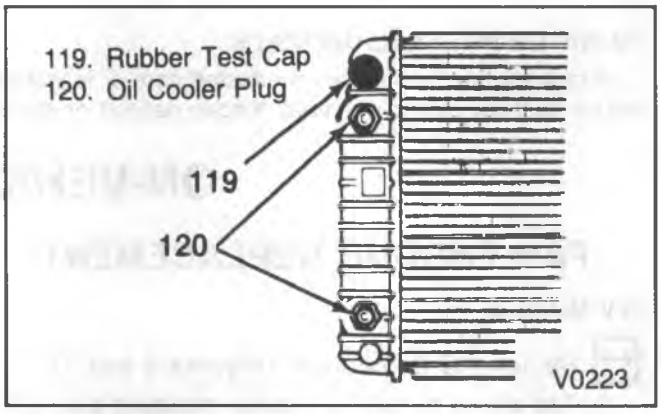

Figure 5—Aluminum Radiator and Oil Cooler Plugs
1. Install test fittings or rubber test caps in the inlet and outlet necks and seal the oil cooler fittings with metal plugs to protect the cooler and keep the fluid from running out (figure 5).